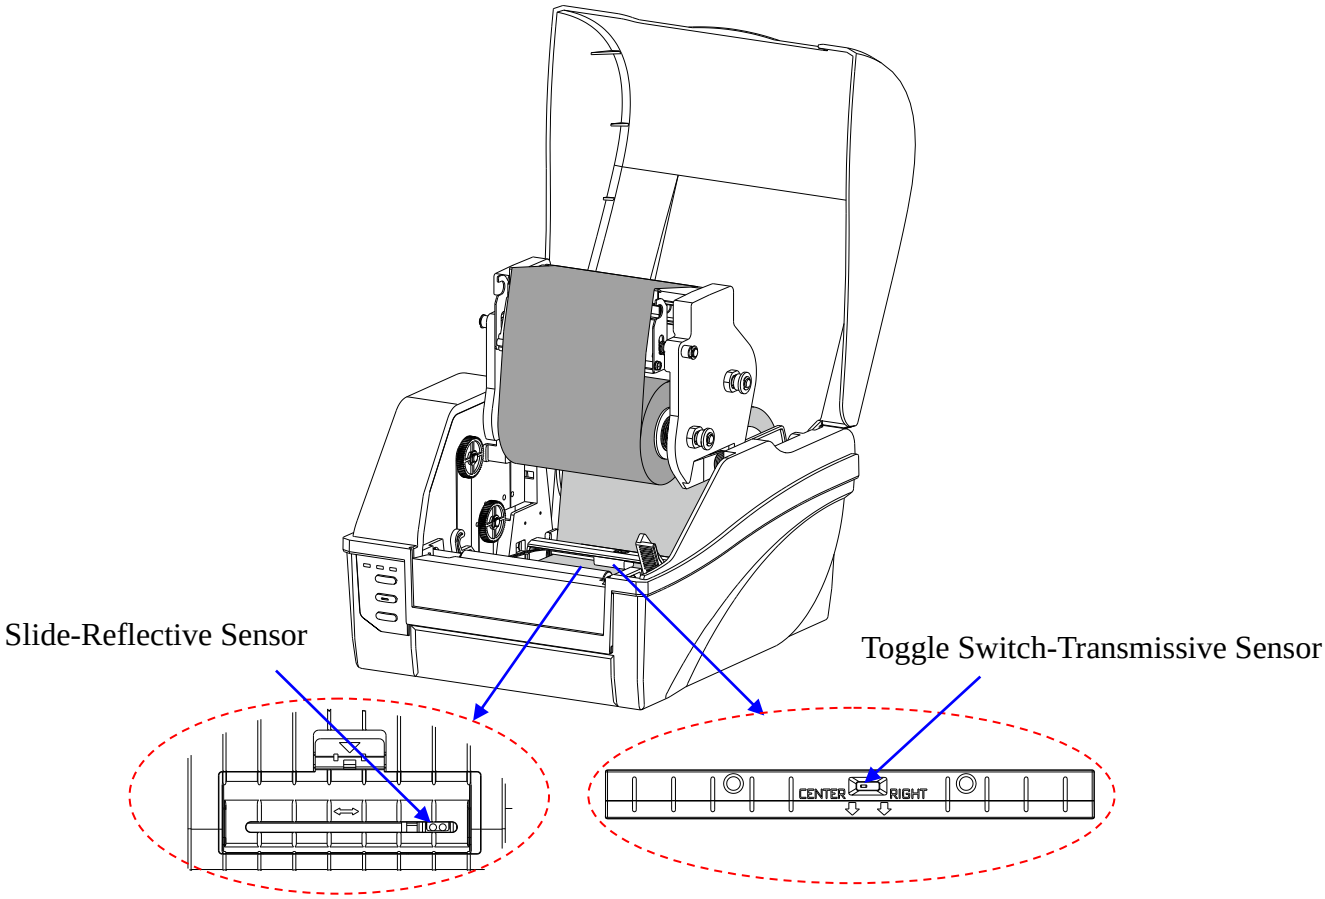

Figure 2-23 Adjust the Media Sensor Position
4. To adjust the position of the Transmissive Sensor: Flip the Toggle Switch to choose center or right position according to the media type, see Figure 2-23. (To shift the media sensor type, please refer to 3.1.4 DIP Switches)